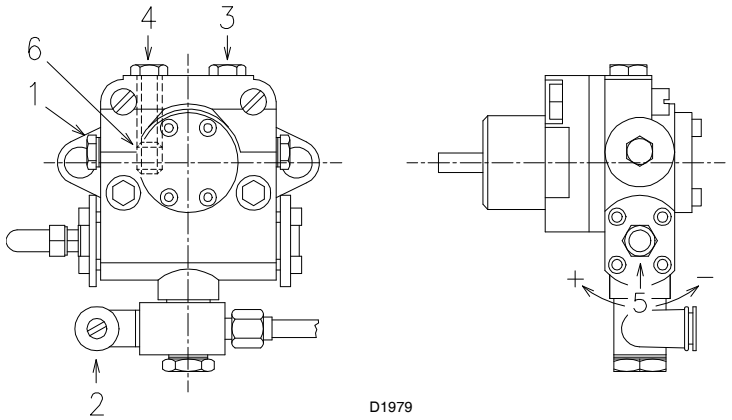

Fig. 22
Las bombas llevan un by-pass que comunica el retorno con la aspiración. Van instaladas en el quemador, con el by-pass cerrado por el tornillo 6) (Fig. 22).
- A fin de que la bomba pueda autocebarse, es indispensable aflojar el tornillo 3) (Fig. 22) de la bomba para purgar el aire que pueda haber en el tubo de aspiración.
Cerrar los termostatos y poner el interruptor 1) (Fig. 22, pág. 21) en la posición “MAN”.